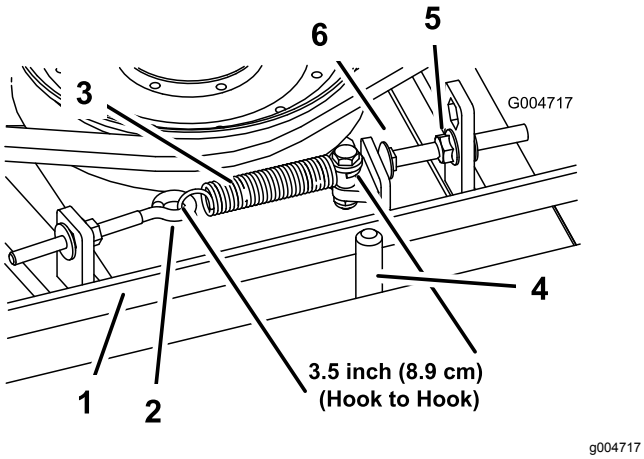

Figur 96
Vid korrekt spänning ska förlängningsfjäderns inre mått (från krok till krok) vara cirka 8,9 cm ± 0,63 cm. När fjäderspänningen är korrekt ska du justera stoppbulten (vagnsbulten) tills det finns ett spel på cirka 0,32 + 0,152/0,000 cm mellan bultens huvud och mellandrevsarmen (Figur 96).
Obs: Kontrollera att remmen sitter på fjädersidan av remstyrningen (Figur 96).
2. Lossa öglebulten så att du kan ta bort förlängningsfjädern (Figur 96).
3. Lossa den flänsmutter som håller fast stoppbulten på monteringstappen. Lossa muttern tillräckligt för att mellandrevsarmen ska kunna passera stoppbulten (Figur 96). Flytta mellanremskivan bort från remmen för att minska remmens spänning.
8. Sätt fast förlängningsfjädern (Figur 96) i öglebulten igen, och spänn remmen på följande sätt: